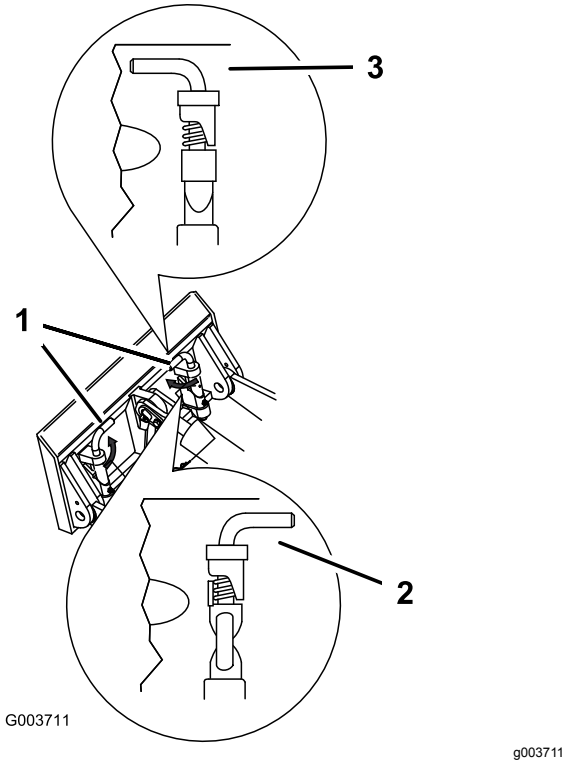

Rysunek 25
7. Załóż sworznie szybkomocujące upewniając się, że zostały całkowicie osadzone w płycie montażowej (Rysunek 25).